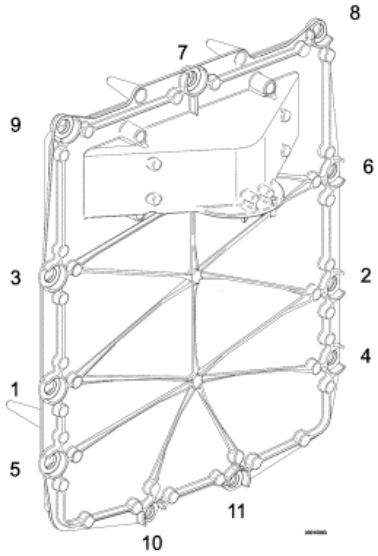

*Figure 45: Tighten Allen bolts in cross pattern direction.*
2. Place the heat exchanger cover onto the heat exchanger and loosely install the 6mm Allen bolts removed in step 6. Tighten the 6mm hex bolts in a cross pattern as shown in the Figure 45.